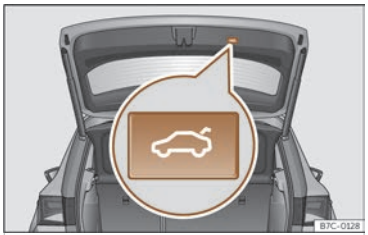

Fig. 55 Portón trasero: tecla para cerrar el portón.
- Pulse brevemente la tecla dispuesta en el portón trasero ››› **fig. 55**, ››› ⚠ en ***Introducción al tema*** **de la pág. 85**.